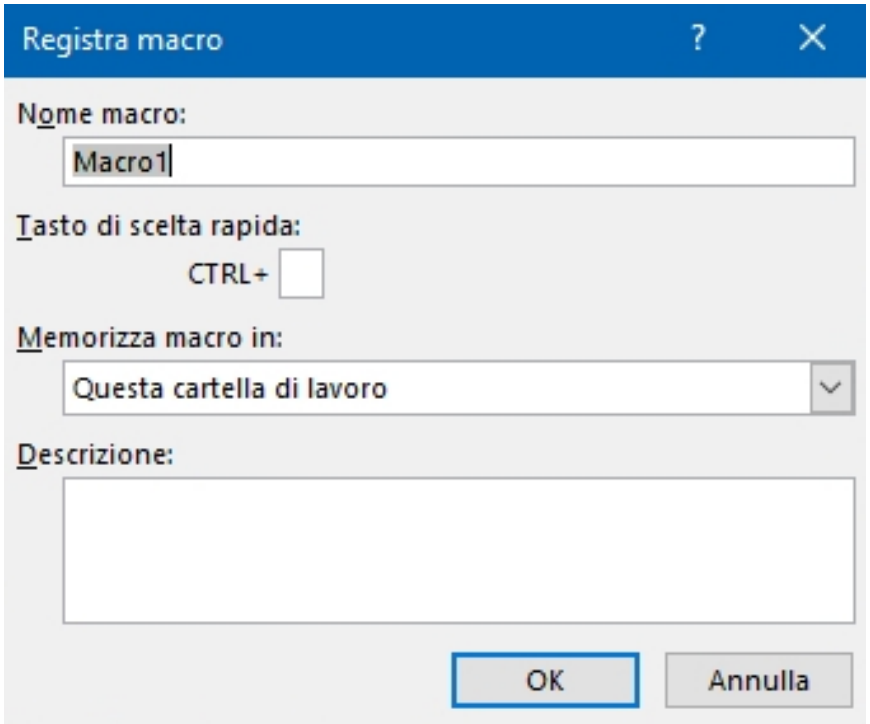

Figura 26: Maschera registra macro
- Click sul pulsante "Registra macro". Apparirà l'omonima maschera. Figura 26;